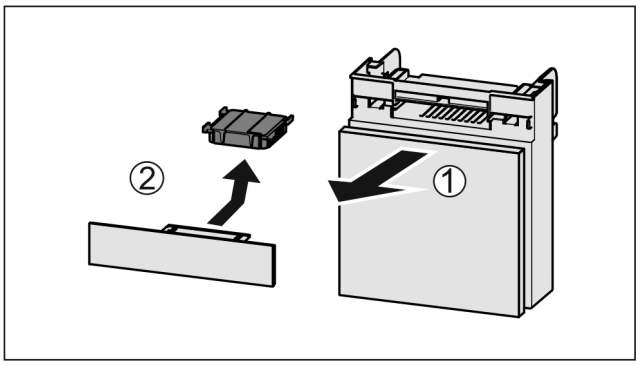

Fig. 196
▶ Pull out the compartment *Fig. 196 (1)*.
▶ Remove the carbon filter *Fig. 196 (2)*.